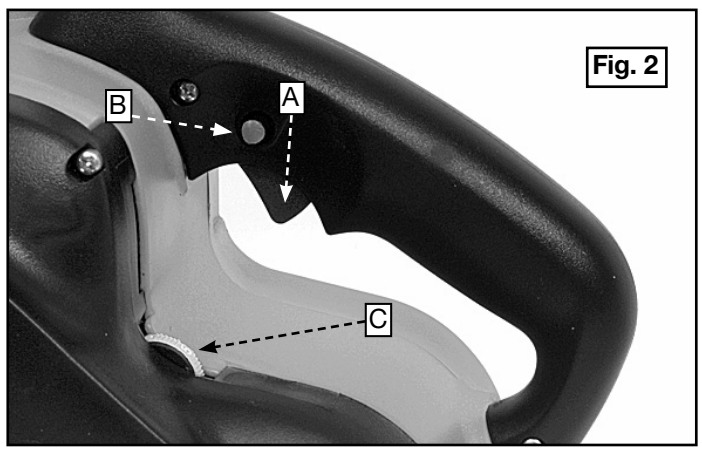

Fig. 2
2. Squeeze the trigger (A) Fig. 2 to start the motor. Release the trigger to stop the motor.
3. To allow the motor to run without constantly holding the trigger, press the trigger switch (A), push and hold the lock button (B) Fig. 2 while releasing the trigger switch.
The speed is adjusted by turning the thumbwheel, (C) Fig. 2. The first position provides the slowest operating speed (850 SFM) while position 6 is the fastest (1300 SFM). The speed can be changed either when the motor is running or is stopped.